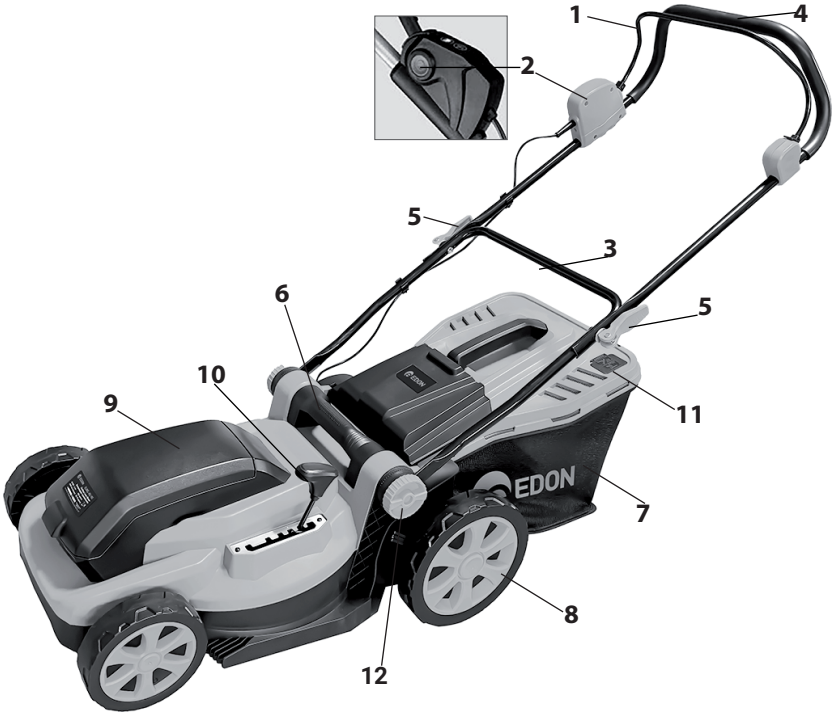

рис.1
6. Общий вид газонокосилки представлен на рис. 1
Рукоятка газонокосилки имеет возможность регулировки по высоте„ для комфортной работы оператора. Для регулировки ослабьте фиксаторы положения рукоятки (рис. 1 поз. 12) с обеих сторон в направлении, указанном стрелкой на рисунке 2 и установите на нужную высоту. Затяните фиксаторы положения рукоятки.
Для извлечения аккумуляторной батареи поднимите крышку аккумуляторного отсека (рис. 1 поз. 9) нажмите кнопку и сдвигом вверх извлеките батареи из аккумуляторного отсека.